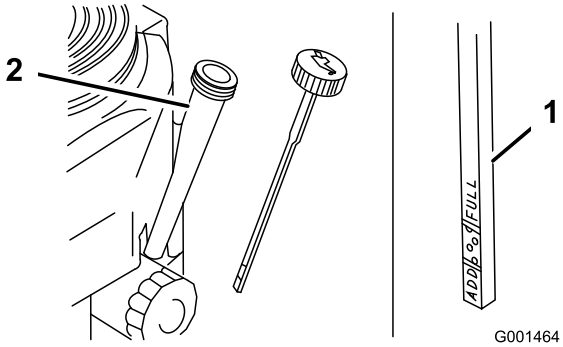

Figur 23
4. Gör rent omkring oljestickan (Figur 23) så att smuts inte kan falla ned i påfyllningshålet och orsaka motorskador.
5. Skruva loss oljestickan och torka ren änden (Figur 23).
6. Stick ned oljestickan så långt det går i påfyllningsröret, men skruva inte fast den (Figur 23).
9. Häll långsamt i cirka 80 % av angiven olja i påfyllningsröret (Figur 23).